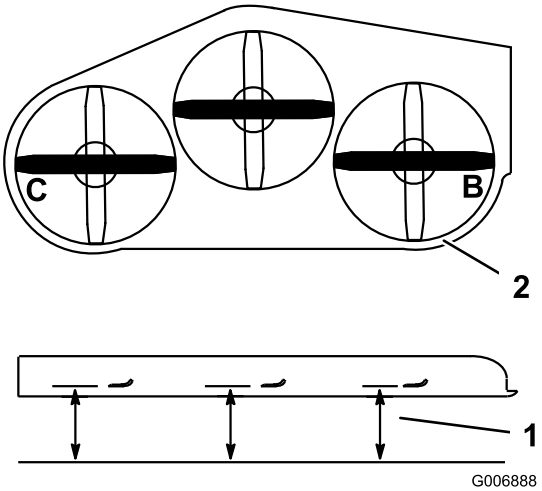

**Figur 83**
1. Ställ in den **högra** knivens lutning i sidled (Figur 83).
2. Mät den högra kniven vid punkt **B**, från en plan yta till knivens egg (Figur 83).
4. Ställ in den vänstra knivens lutning i sidled (Figur 83).
5. Mät vänster kniv vid punkt **C** (Figur 83), från en plan yta till knivens egg.